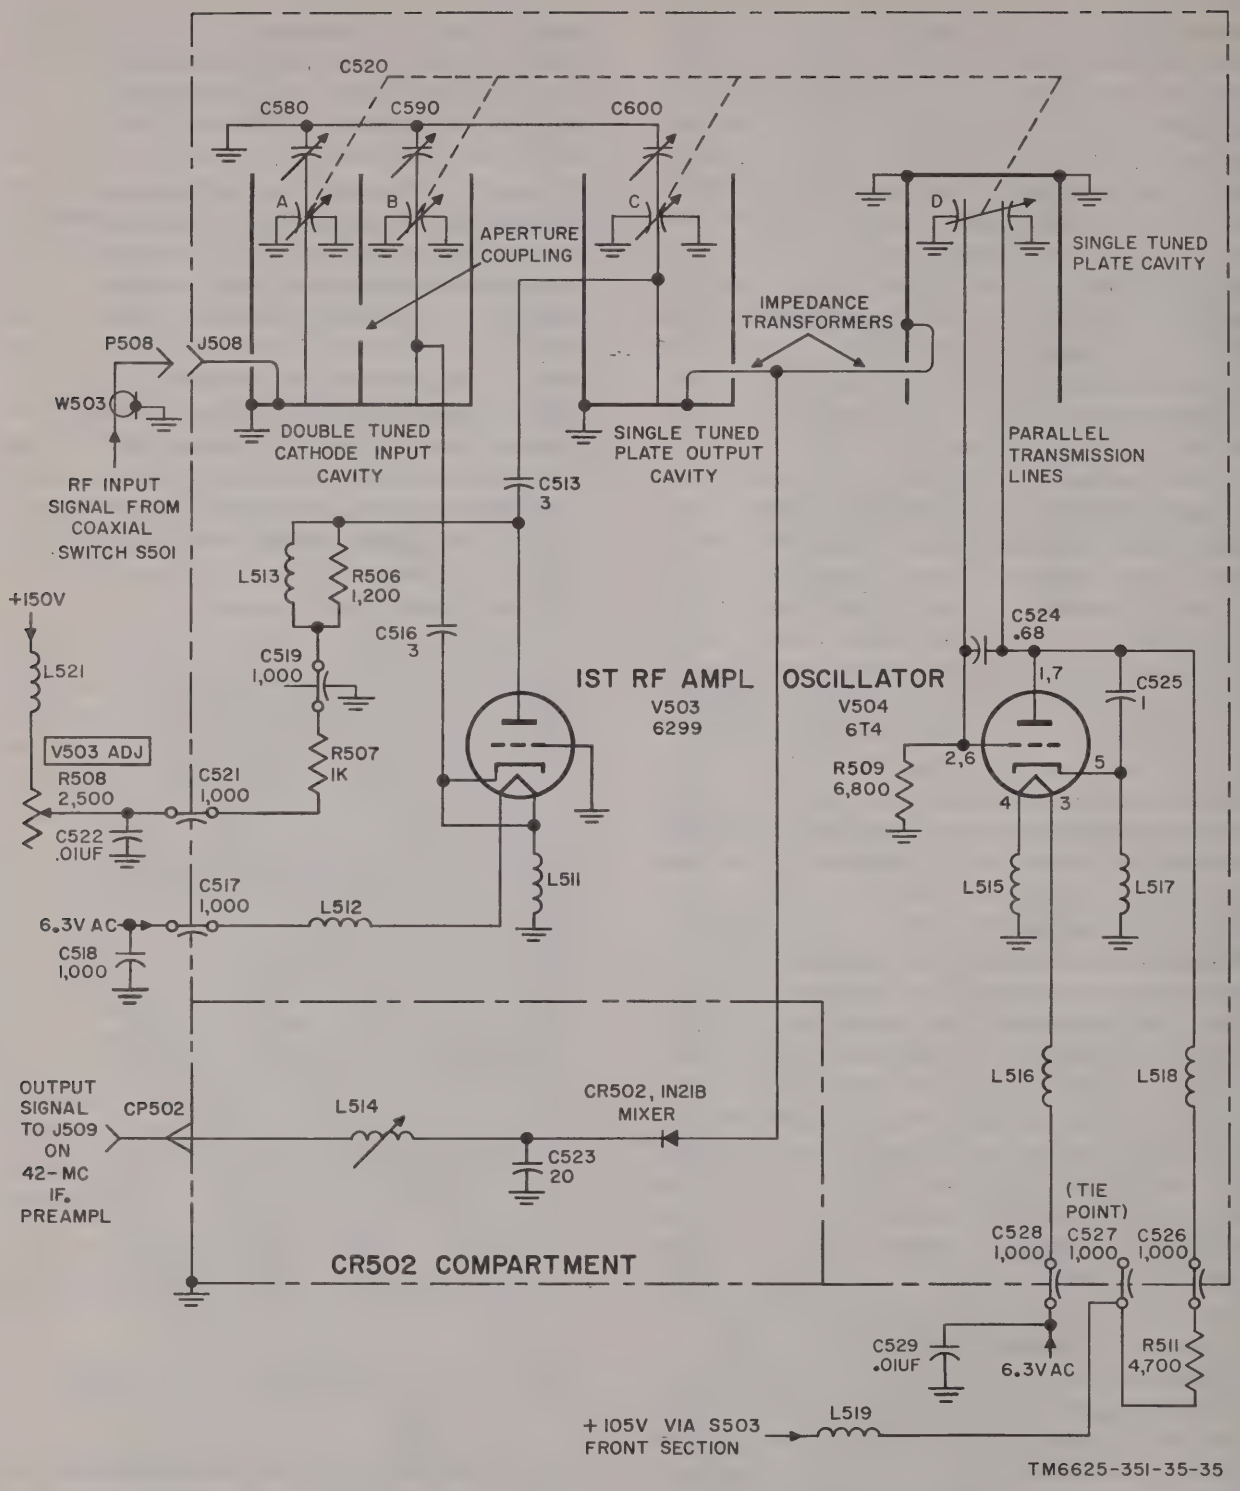

Figure 35. Tuning unit 4, rf amplifier and oscillator (400-700 mc), simplified schematic diagram.
53. Rf Tuner, 400-700 Mc, Introduction (fig. 35)
a. Physical Description (fig. 35, 72, and 73). While many similarities exist between the 400-700-mc tuner and the 700-1,000-mc tuner (para 51*a*), the physical construction of the two chassis is sufficiently different to warrant separate physical
descriptions. A combined physical-electrical diagram of the 400-700-mc tuner (fig. 35) shows that rf amplifier V503 and oscillator V504 are housed in a chassis that contains four tuned coaxial-type cavities and one rectangular compartment. This chassis is also constructed with relatively thick walls to provide mechanical stability and electrical isolation. Two covers (fig. 72) are secured to the chasis. One is snugly secured to the exterior side and provides shielding against rf leakage for the amplifier cavities and the oscillator cavity. A second cover, of Z-shape construction, is secured to the compartment that houses crystal diode CR502 and crystal mixer coil L514. The tuning slug of the mixer coil projects through a vertical wall of the crystal diode compartment; this slug is factory set for a flat frequency response over the band. Reference to the parts location diagram (fig. 73) shows that five feedthrough capacitors (C517, C521, C526, C527, and C528), a right-angle input signal connector (J508), and a termination (CP502) for the output signal cable are inserted through the tuner walls for purposes described in *b* below.
(1) *Amplifier circuit.* Similar to the 700-1,000-mc tuner (para 51*b*(1)), the amplifier circuit uses a grounded-grid coplanar triode, V503 (fig. 35 and 73). The grid disk is secured to the grounded partition that separates the cathode input cavity from the plate output cavity; this avoids the need for neutralization of the amplifier input circuit and minimizes the generation of spurious frequencies.
54. Rf Tuner, 400-700 Mc, Dynamic Circuit Analysis (fig. 35)